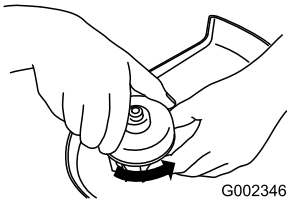

Figura 12
1. Girate il coperchio in senso antiorario (Figura 12).